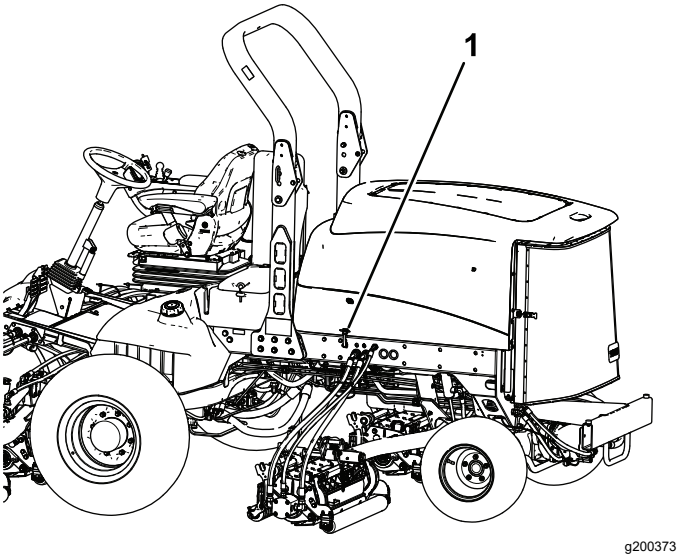

Figur 4
1. Hekt løs panserlåsen fra panserlåsbraketten (Figur 4).